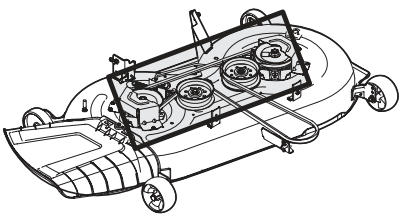

Fig. 33
- Clean the top of the tractor deck, under the spindle covers and belt area (Fig. 33).